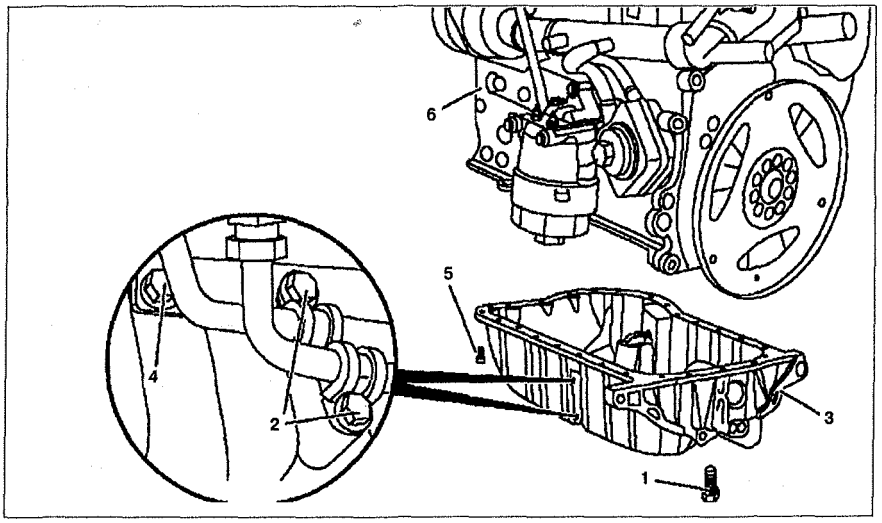

Рис. 3.27. Поддон двигателя:
2. Открутите болты **2** крепления маслопроводов коробки передач к поддону **3** (см.рис.3.27).